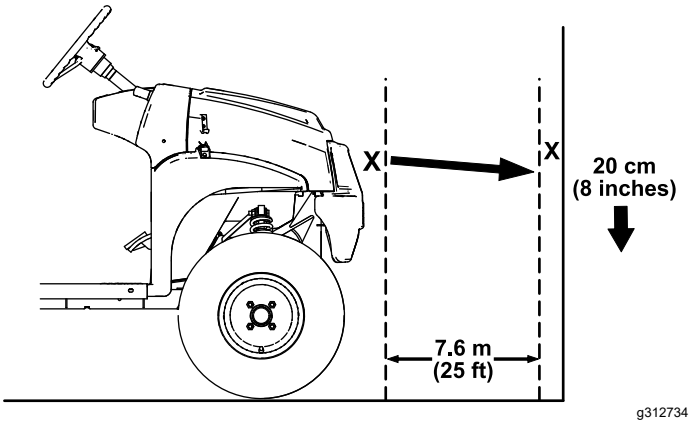

**Figur 49**
1. Parker maskinen på en plan overflade med forlygterne ca. 7,6 m fra en væg (Figur 49).
Den stærkeste del af forlygtens lysstråle skal være 20 cm under det mærke, der er sat på væggen (Figur 49).